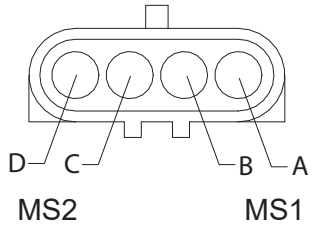
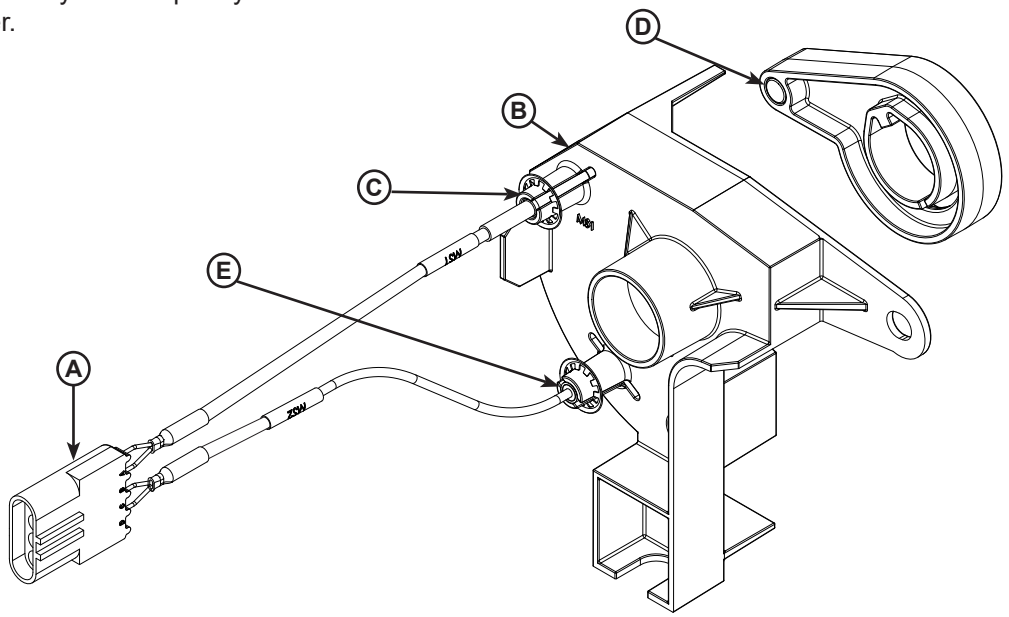

Figure 28
Figure 29
5. Attach multimeter leads to pins “A” and “B” for **Magnetic Switch 1.** Figure 28. This contact is normally open and closes when the magnet (D) is near the sensor (C). Figure 29.
6. Attach multimeter leads to pins “C” and “D” for **Magnetic Switch 2.** Figure 28. This contact is normally open and closes when the magnet (D) is near the sensor (E). Figure 29.